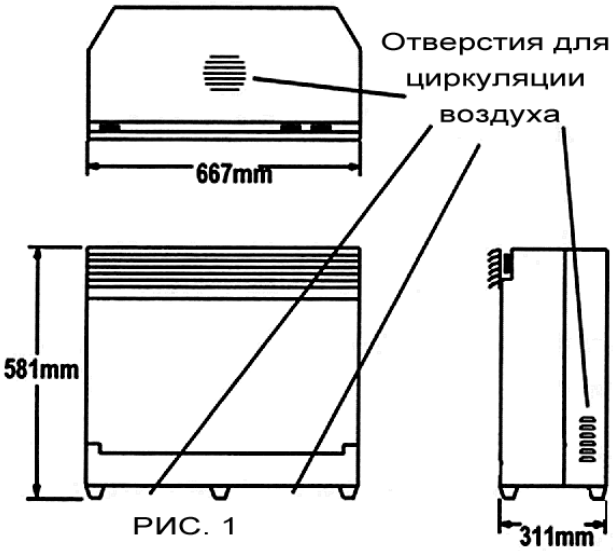
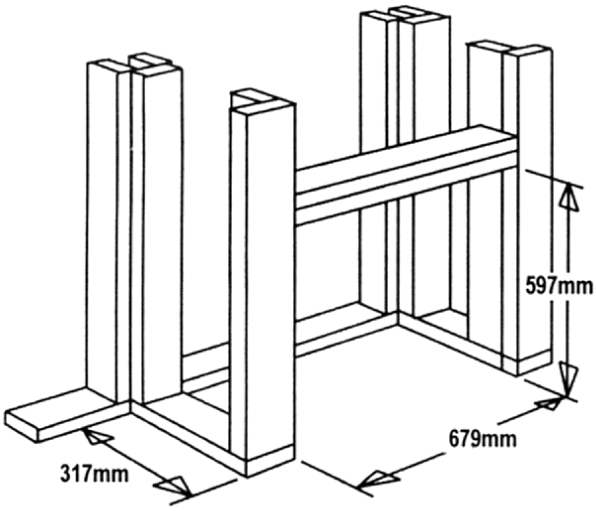

РИС. 1
РИС. 2
Размеры очага показаны на Рис.1. Для удобства установки необходимо обеспечить зазоры не менее 6мм вокруг очага. На Рис.2 показан пример конструкции для установки очага.
- Отверстия для циркуляции воздуха, показанные на Рис.1, не должны быть перекрыты. Очаг имеет 3 резиновые ножки, обеспечивающие циркуляцию воздуха снизу. Очаг должен стоять на твердой поверхности. Если необходимо установить очаг на ковер, подложите под очаг подходящий твердый лист.